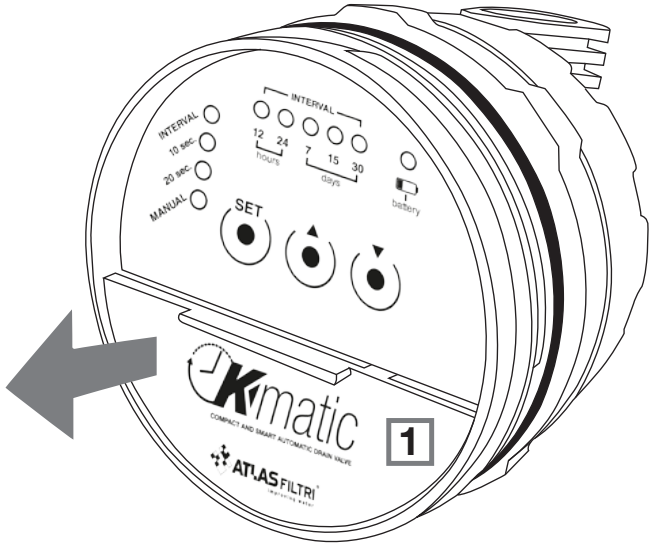

figura 1
- Aprire l'alloggiamento della batteria (1), sfilando il coperchio posto nella metà inferiore della parte frontale del programmatore (figura 1)